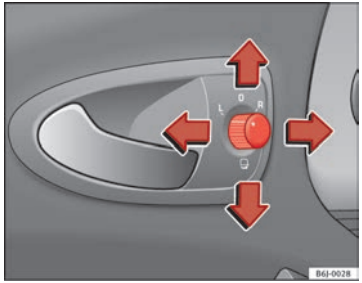

Fig. 68 Controls of exterior mirrors
1. Turn knob ⇒ Fig. 68 to position **L** (**left exterior mirror**).
– Turn the control ⇒ Fig. 68 to position to fold in the exterior mirrors. You should always fold in the exterior mirrors if you are driving through an automatic car wash. This will help prevent damage.